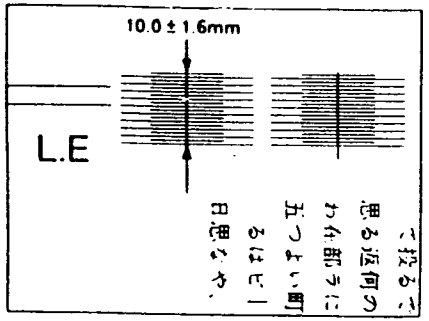

Рис. 1 NZM-0037
2. (Рис. 1): Проверьте расстояние от передней кромки копии до опорной линии. Оно должно быть равно 10 ± 1,6 мм.